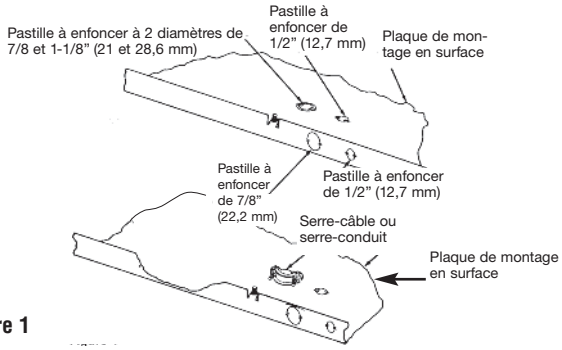

Figure 1
2. Enlevez la plaque de montage en surface (Figure 1) du carton contenant l'enceinte de montage en surface, de type SEA.
3. Retirez l'une des ouvertures amovibles à proximité de la vis de terre et installez un connecteur de câble ou de conduit (Figure 1).